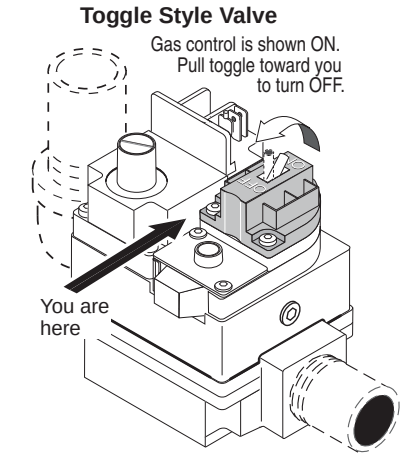

Figure 29.
6. **Toggle-Style Valve:** Pull toggle toward you to turn gas off, see Figure 29.
7. Wait five (5) minutes to clear out any gas. If you then smell gas, **STOP!** Follow "B" in the "Before Start-up" instructions (page 32). If you don't smell gas, go to the next step.
4. **Toggle-Style Valve:** Pull toggle toward you to turn gas off, see Figure 29.